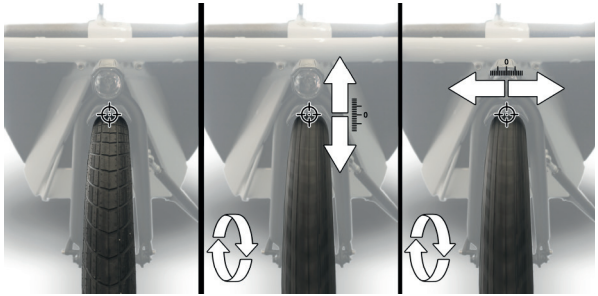

Abbildung 36 : Prüfen des Seitenschlags
- Seitenschlag eines Rads: Ein Rad mit Seitenschlag eiert beim Drehen. Sie können dies überprüfen, indem Sie das Fahrrad auf den Ständer stellen und die Räder drehen (siehe Abbildung 36). Wenn sich das Rad dreht, achten Sie zuerst auf die Felge und dann auf den Reifen. Ein falsch montierter Reifen kann ebenfalls zu dieser ungleichmäßigen Rotation führen. Ein neues Rad muss eingefahren werden und öfter auf seinen Seitenschlag überprüft werden. Wenden Sie sich an Ihren Urban Arrow-Händler, falls Ihr Rad eiert.